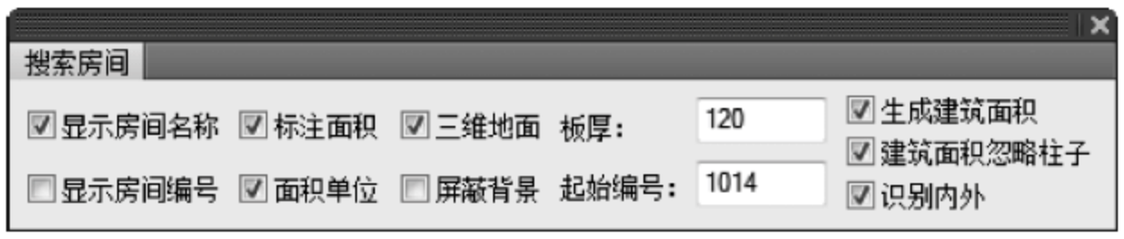

图 18-53　确定房间标注数据
(1) 单击菜单中的“房间屋顶”→“搜索房间”命令，在“搜索房间”对话框中输入相应的选择项目，如图 18-53 所示。